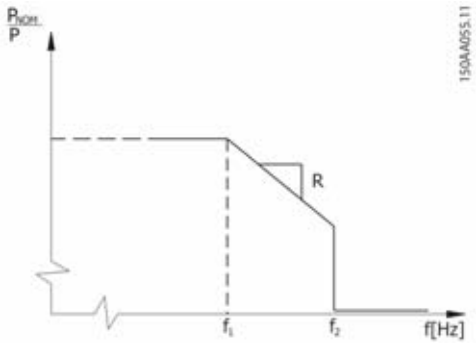

Abbildung 2.9 Primärfrequenzregelung – Rampenmethode
Siehe Abbildung 2.9.
Der Wechselrichter verringert die Ausgangsleistung, wenn die Netzfrequenz f1 überschreitet. Die Reduzierung erfolgt bei einer vorkonfigurierten Rate, die in Abbildung 2.9 als Rampe (R) dargestellt wird. Wenn die Frequenz f2 erreicht, wird der Wechselrichter vom Netz getrennt. Wenn die Frequenz unter f2 fällt, wird der Wechselrichter wieder ans Netz angeschlossen und erhöht die Leistung wieder mit derselben Rate wie bei der Reduzierung.